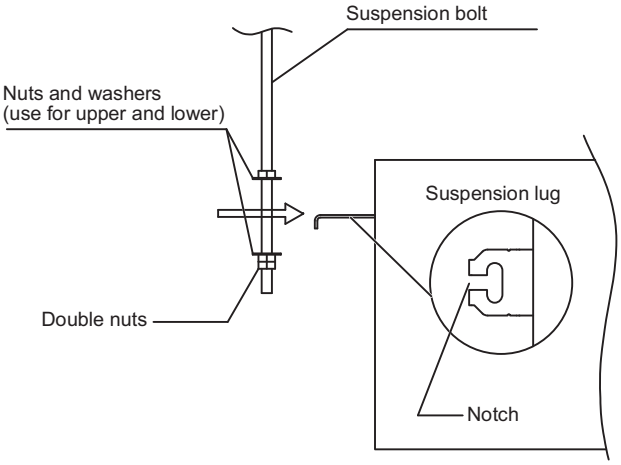

Fig. 1-94
(3) Thread the 3 hexagonal nuts and 2 washers (field supply) onto each of the 4 suspension bolts (Figs. 1-94 and 1-95). Use 1 nut and 1 washer for the upper part, and 2 nuts and 1 washer for the lower part, so that the unit will not fall off the suspension lugs.